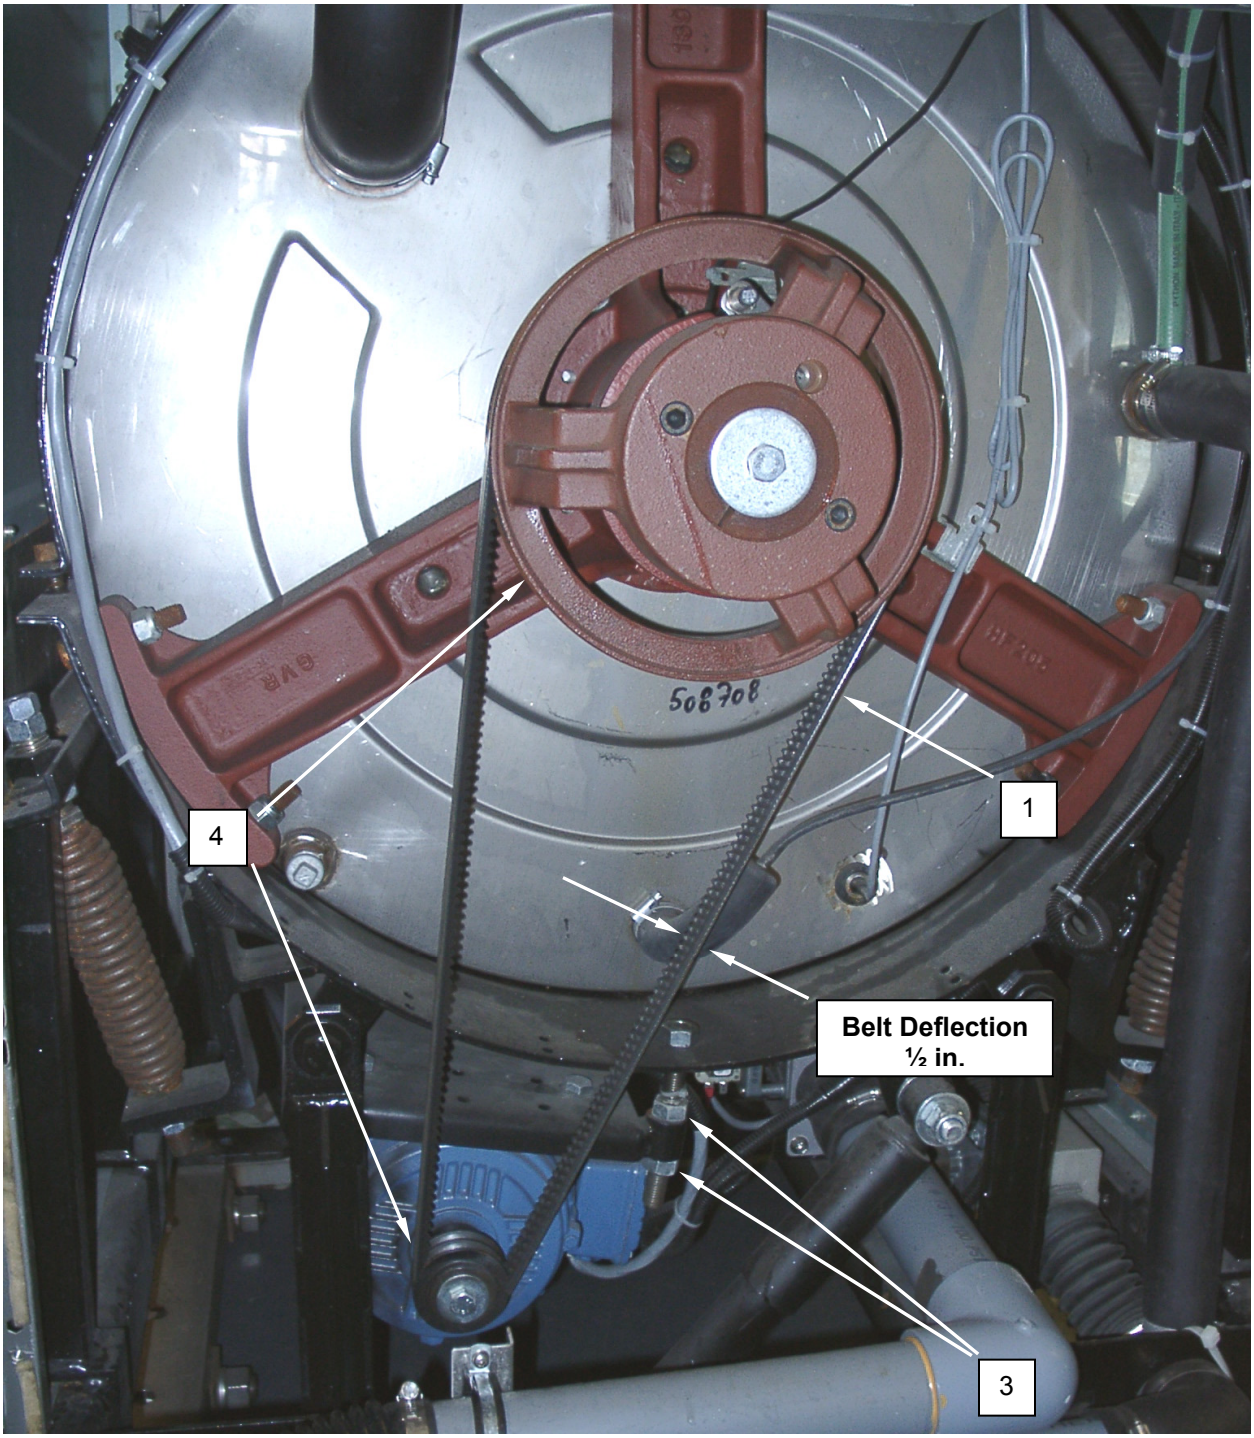

Figure 3. Replace the Washer Drive Belts.
2. Adjust and tighten locknuts **(Figure 3, Item 3)** on adjustment bolt as necessary to relieve tension on belts **(Figure 3, Item 1)**.
3. Remove belts **(Figure 3, Item 1)** from pulleys **(Figure 3, Item 4)**.
4. Install replacement belts **(Figure 3, Item 1)** onto pulleys **(Figure 3, Item 4)**.
5. Adjust and tighten locknuts **(Figure 3, Item 3)** on adjustment bolt as necessary to ensure belt deflection is approximately ½ inch.